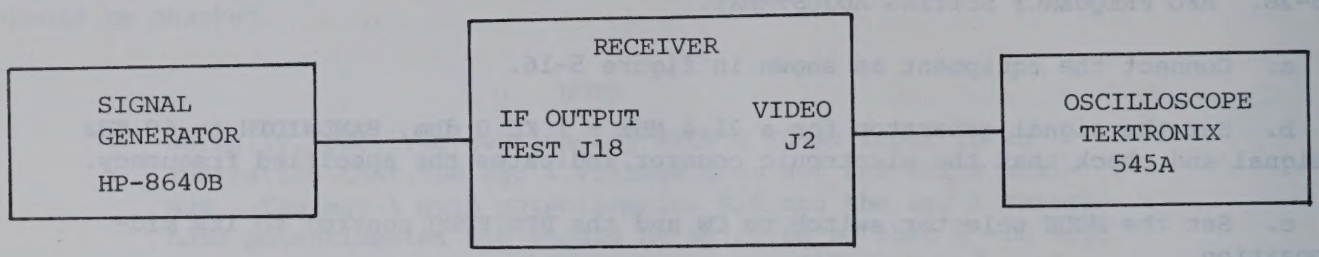

Figure 5-16. BFO Frequency Setting Adjustment Procedure, Test Equipment Setup
a. Connect the equipment as shown in figure 5-16.